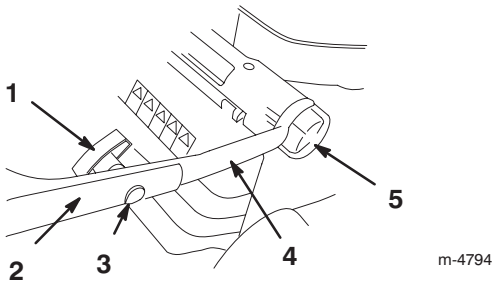

Figura 2
2. Allentate le manopole di regolazione dell'altezza della stegola e girate indietro la stegola inferiore, finché non si inserisce in una delle posizioni di regolazione dell'altezza della stegola, come illustrato nella Figura 2.
4. Montate la stegola superiore sulla stegola inferiore, utilizzando i bulloni a testa ovale e le manopole della stegola, come illustrato nella Figura 2. **Serrate a fondo le manopole della stegola.**